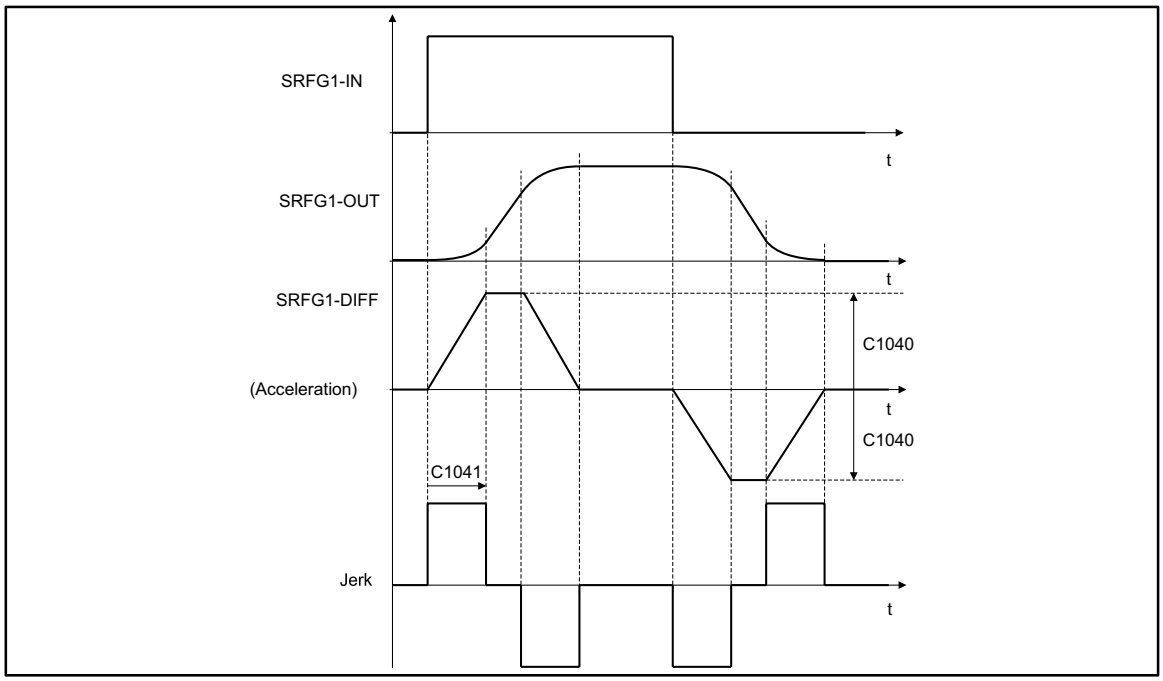

Fig. 7-152 Line diagram
– The jolt is entered in [s] until the ramp generator operates with maximum acceleration (see Fig. 7-152).